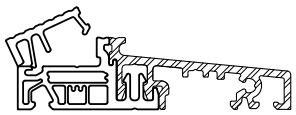

Abb. 1
- Schwellenabdeckung entfernen Abb. 1 und beschneiden Abb. 2.